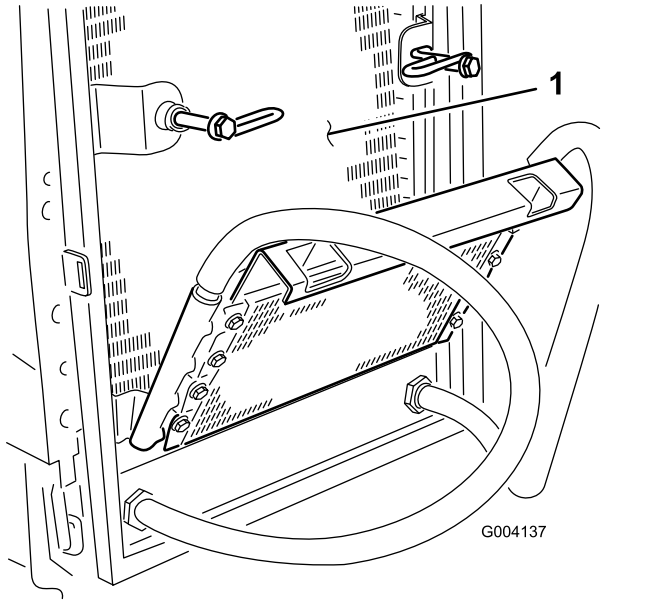

**Figura 52**
6. Pulite accuratamente entrambi i lati del radiatore dell'olio e del radiatore utilizzando aria compressa (Figura 52).